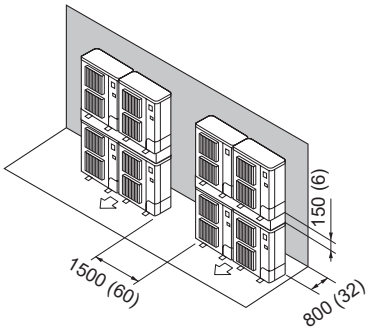

Fig. 2-18
(7) Disposition pour appareils empilés (Fig. 2-18)